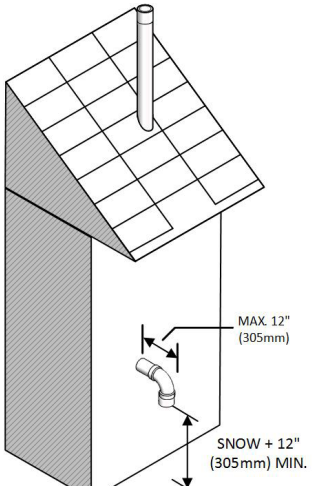

*Figure 5a: Rooftop vent terminal configurations*
- The air intake pipe may terminate on the side wall of the building as long as the air intake terminal is turned down and the side wall of the building is not exposed to large wind loads i.e.,: prevailing wind (see Figure 5a).